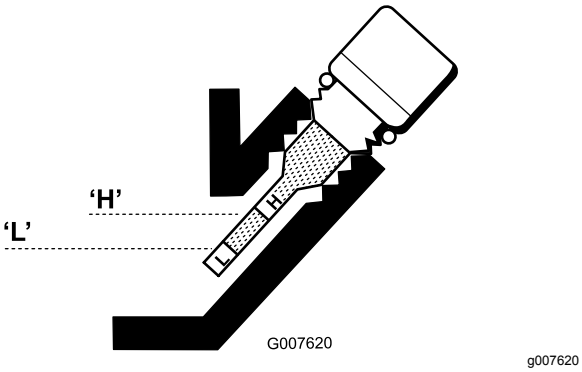

Figur 30
6. Hvis det er lite olje, tilsett kun nok olje til at nivået når opp mellom H- og L-merkene på peilestaven (Figur 30). Kontroller oljenivået.